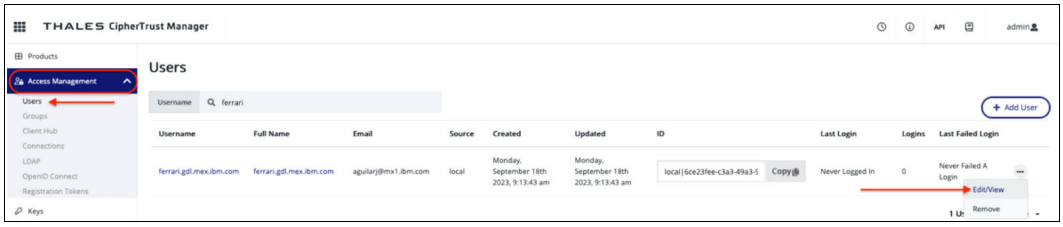

Figure J-32 Key users group edit and view
a. Click "…" → Edit/View. See Figure J-32.